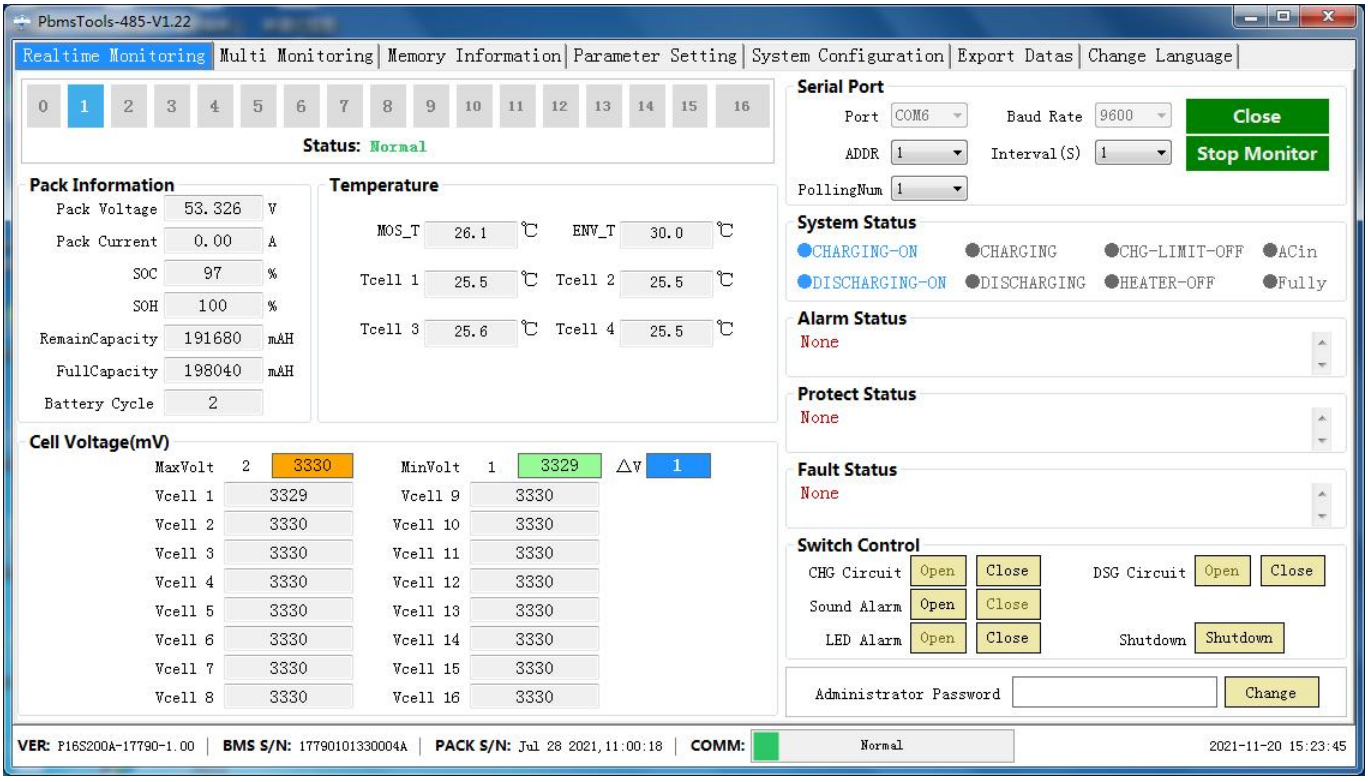

Figure 1-2（Software main interface）
3. The software does not need to be installed independently. As long as the environment meets the requirements, double-click the Bmstools v1.22. icon to run it. After running, the main interface of the software is displayed (see Figure 1-2)
4.After opening the main interface (see Figure 1-2), the software will automatically search all existing serial ports. If an effective serial port is found, it will automatically connect the serial port and communicate, and read battery information, temperature information, unit voltage, system status, alarm status, protection status, fault status and other battery parameters in real time.